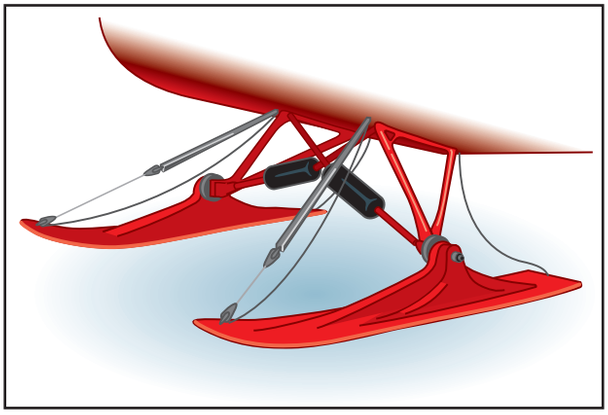

Figure 7-2. Wheel replacement ski.
- **Wheel Replacement—**Wheels are removed and ski boards are substituted. [Figure 7-2]